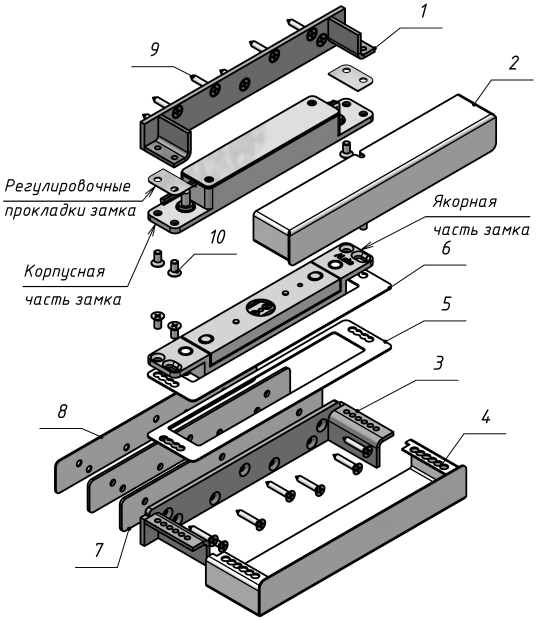

Рисунок 1 – Установка замка ALM-700S с комплектом МК 700S-PS
1.1 В основной комплект поставки входят (рисунок 1):
- кронштейн (1) ..... - 1 шт.
- кожух корпусной части (2)..... - 1 шт.
- кронштейн якорной части (3)- 1 шт.
- кожух якорной части (4)..... - 1 шт.
- пластина (5) ..... - 1 шт.
- пластина (6) ..... - 1 шт.
- пластина 2мм (7) ..... - 2 шт.
- пластина 1мм (8)..... - 1 шт.
- саморез 4,2х25 (9) ..... - 14 шт.
- винт М5х10 (потайн.) (10)..... - 8 шт.